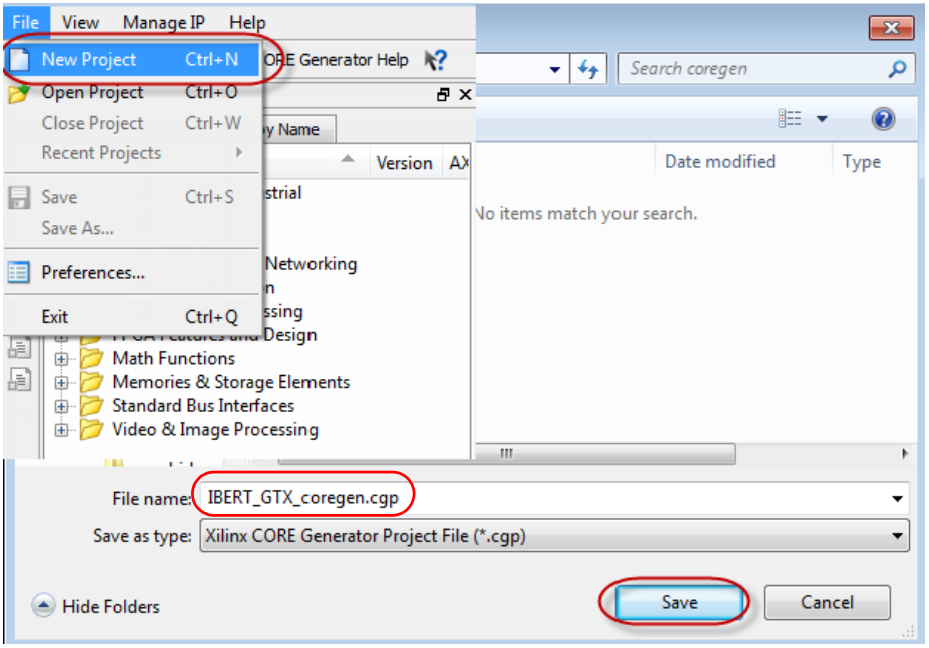

Figure 3: **Creating and Saving a Project in the CORE Generator Tool**
2. **Click File > New Project** and save the project as `IBERT_GTX_coregen`, as shown in Figure 3.